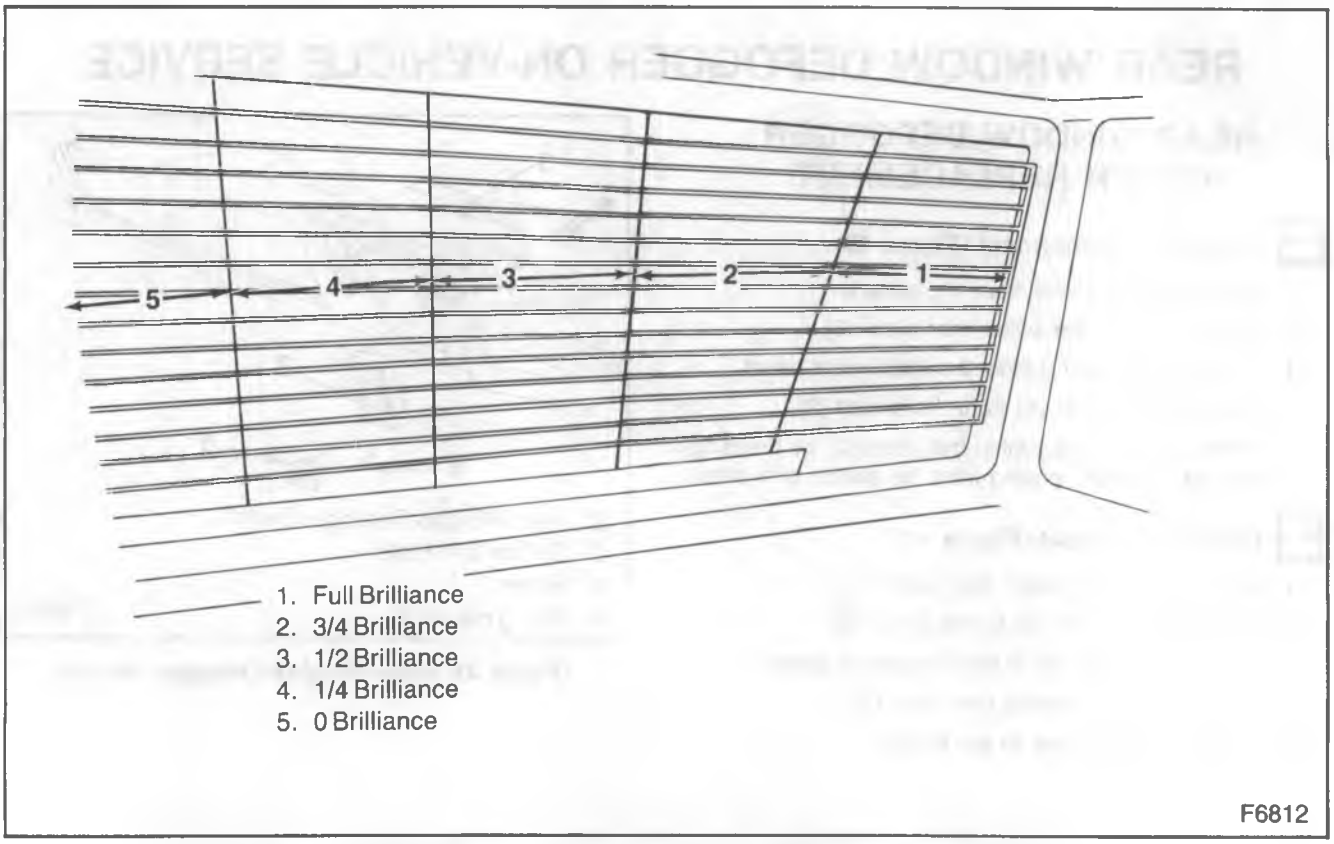

Figure 50—Test Lamp Brilliance Zones — Normal Operating Rear Window Defogger
- Move the lamp from the feed wire side to the grounded side of each grid. The lamp should be fully bright but then gradually dim as it is moved across the grid. Be sure to check each grid in at least two places to avoid the possibility of bridging a gap (figure 50).